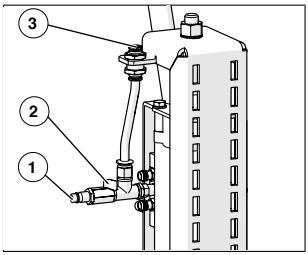
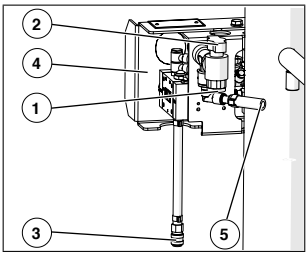
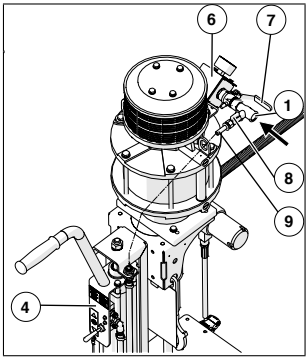
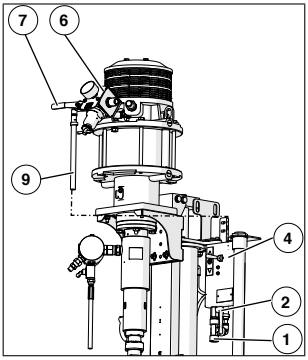

Rys. 25: Przyłącze sprężonego powietrza na podnośniku jednokolumnowym
Rys. 26: Przyłącze sprężonego powietrza na podnośniku dwukolumnowym
Rys. 27: Przyłącze sprężonego powietrza na podnośniku jednokolumnowym w połączeniu z silnikiem pneumatycznym ≥ 200, skok 410 mm
Rys. 28: Przyłącze sprężonego powietrza na podnośniku jednokolumnowym w połączeniu z silnikiem pneumatycznym ≥ 200, skok 410 mm
2. Podłączyć przewód sprężonego powietrza do przyłącza sprężonego powietrza maszyny. Przyłącze sprężonego powietrza znajduje się przy jednostce sterującej podnośnika (Rys. 25 i Rys. 26). Wyjątkiem jest zastosowanie podnośnika w połączeniu z silnikiem pneumatycznym ≥ 200. Tutaj sprężone powietrze jest podłączane, odblokowywane i blokowane przy wlocie powietrza silnika pneumatycznego, (Rys. 27 i Rys. 28).